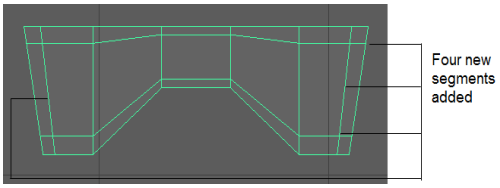

Figure 2-85 *Four new segments inserted in the front-Z viewport*
6. Select *base* and maximize the front-Z viewport. Next, choose **Mesh Tools > Tools > Insert Edge Loop** tool from the menubar. Using this tool, insert four new segments, as shown in Figure 2-85. Choose the **Select Tool** to deactivate the **Insert Edge Loop** tool.